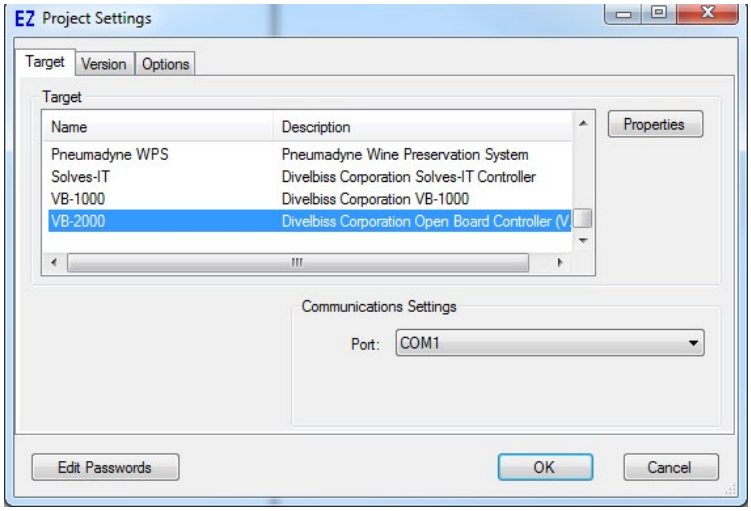

Figure 1-3 - Project Settings Window
1. In EZ LADDER, from the File Menu at the top, click **PROJECT** then **SETTINGS**. This will open the Project Settings Window. Select **VB-2000** as the target from the choices. Refer to Figure 1-3.